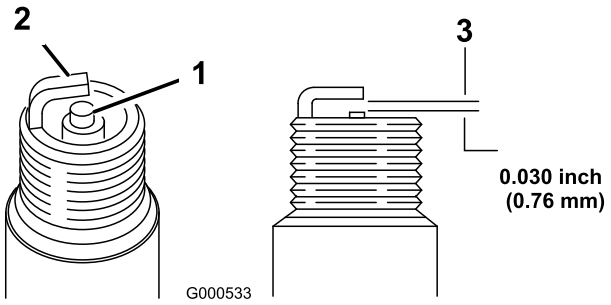

Figuur 22
5. Stel de elektrodenafstand in op 0,76 mm zoals getoond in Figuur 22.